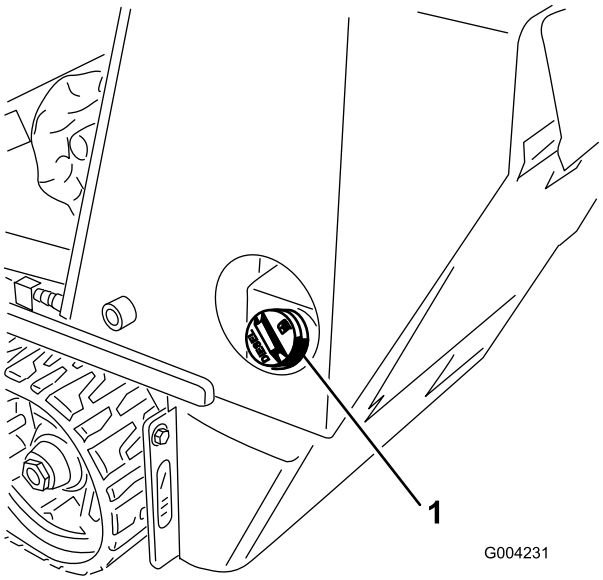

Figur 15
1. Ta bort tanklocket (Figur 15).